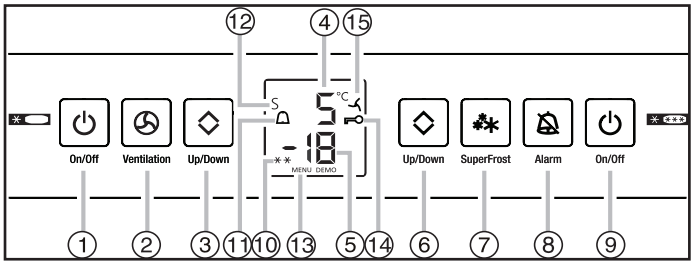

Fig. 11
▶ Presionar la tecla On/Off del congelador, fig. 11 (9) como mínimo durante 3 s.
▶ Presionar la tecla On/Off del frigorífico, fig. 11 (1) como mínimo durante 3 s.